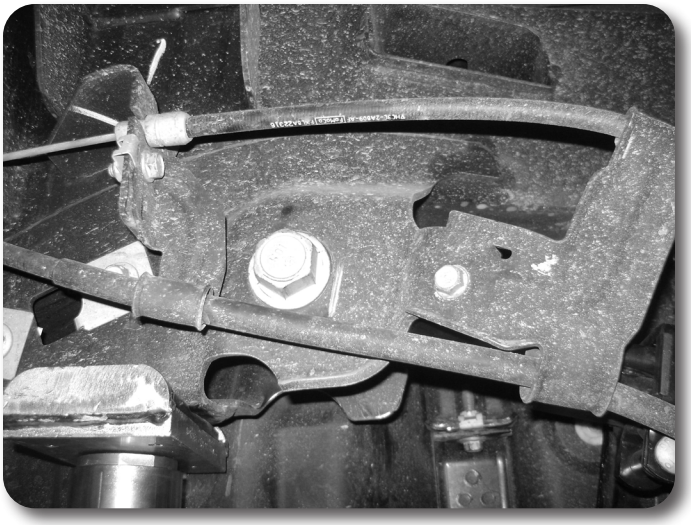

Figure 28
22. Remove cables from the rear bracket that attaches just behind the front leaf spring mount, remove bracket, it will not be reinstalled. **Figure 28**